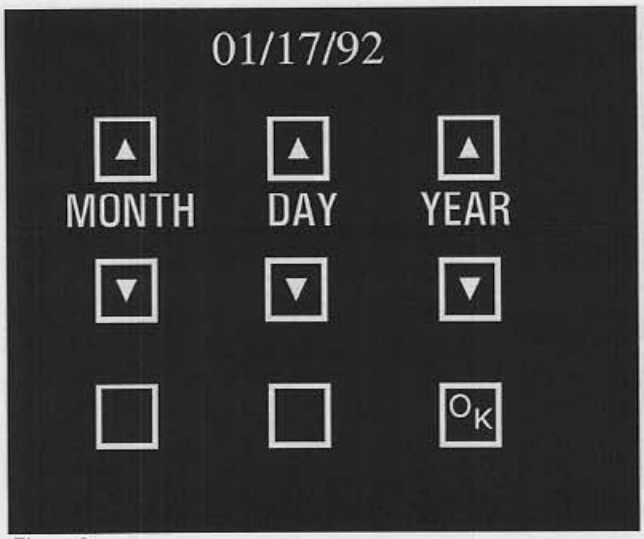

Figure 6
2. The first screen to appear is the Set Calendar screen. Nine squares, representing the XPERT NCT *PLUS'* control panel, will appear on the video monitor (See Figure 6). Seven of the squares represent the functions needed to change the calendar.